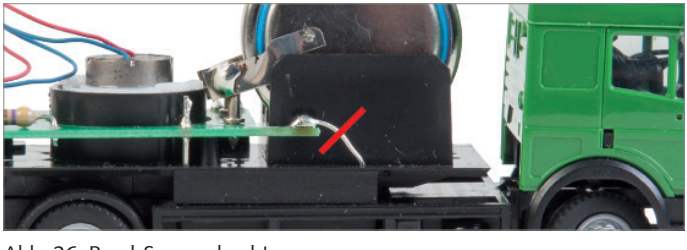

Abb. 26: Reed-Sensor durchtrennen
- Trennen Sie mit einem Seitenschneider die Verbindung zum Reed-Sensor und achten Sie dabei darauf, die Drahtlänge möglichst lang zu belassen, siehe Abb. 26.